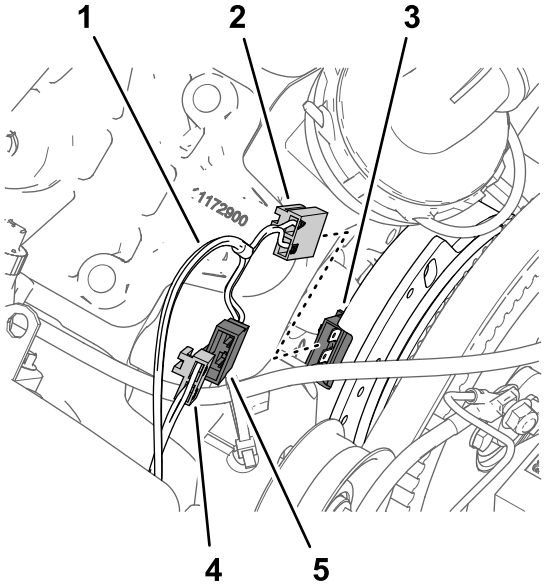

Figur 167
2. Tilslut stikket med 2 ben på afgreningsledningen (84 cm) med angivelsen PUMPEKOBLING fra sættets ledningsnet til stikket med 2 sokler på maskinens ledningsnet med angivelsen SPRØJTEPUMPENS SPOLE (Figur 167).
3. Tilslut sættets ledningsnets stik med 2 sokler med angivelsen PUMPEKOBLING til generatorens stik med 2 ben (Figur 167).